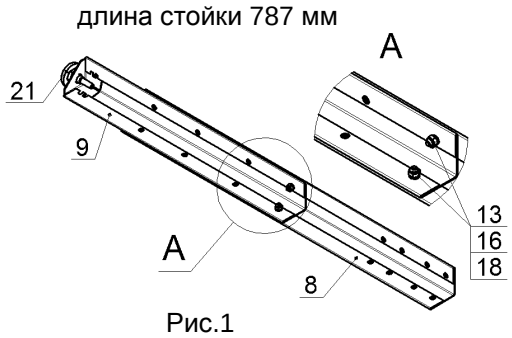
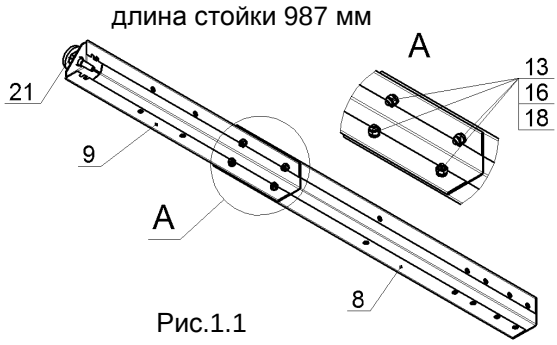

Рис.1
Рис.1.1
1. В зависимости от высоты собираемой подставки, собрать стойки, используя 2 болта М6 (для низкой подставки длина собранной стойки 787мм) и 4 болта М6 (для высокой подставки длина собранной стойки 987мм), гайки и шайбы поз.13, 16 и 18 как показано на рис.1 и на рис.1.1. Гайки затянуть: